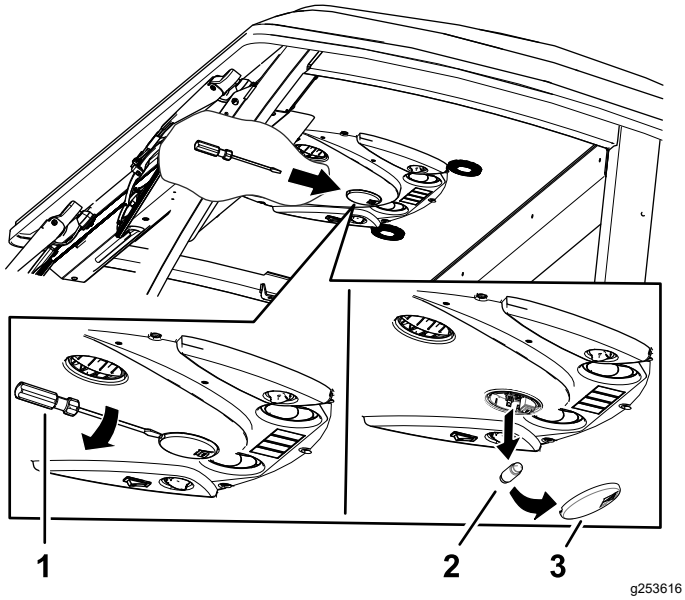

Figur 87
1. Använd en skruvmejsel för att ta bort lampglaset från kontrollpanelen. (Figur 87).
2. Ta bort lampan från lamphuset (Figur 87).